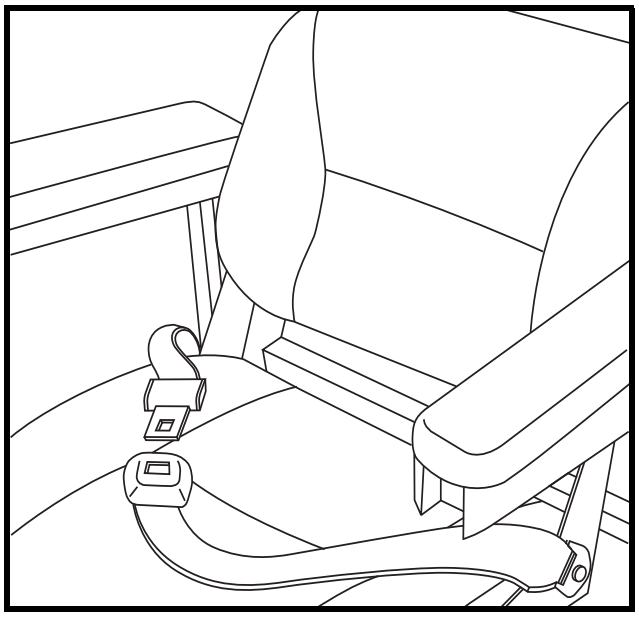

Figure 15. Positioning Belt Adjustment
Your power chair may be equipped with a positioning belt that can be adjusted for operator comfort. **See figure 15.** The positioning belt is designed to support the operator so that he/she does not slide down or forward in the seat. The positioning belt is not designed for use as a restraining device.
1. Once seated, insert the metal tab on one side of the belt into the plastic housing on the opposite side until you hear a click. **See figure 15.**